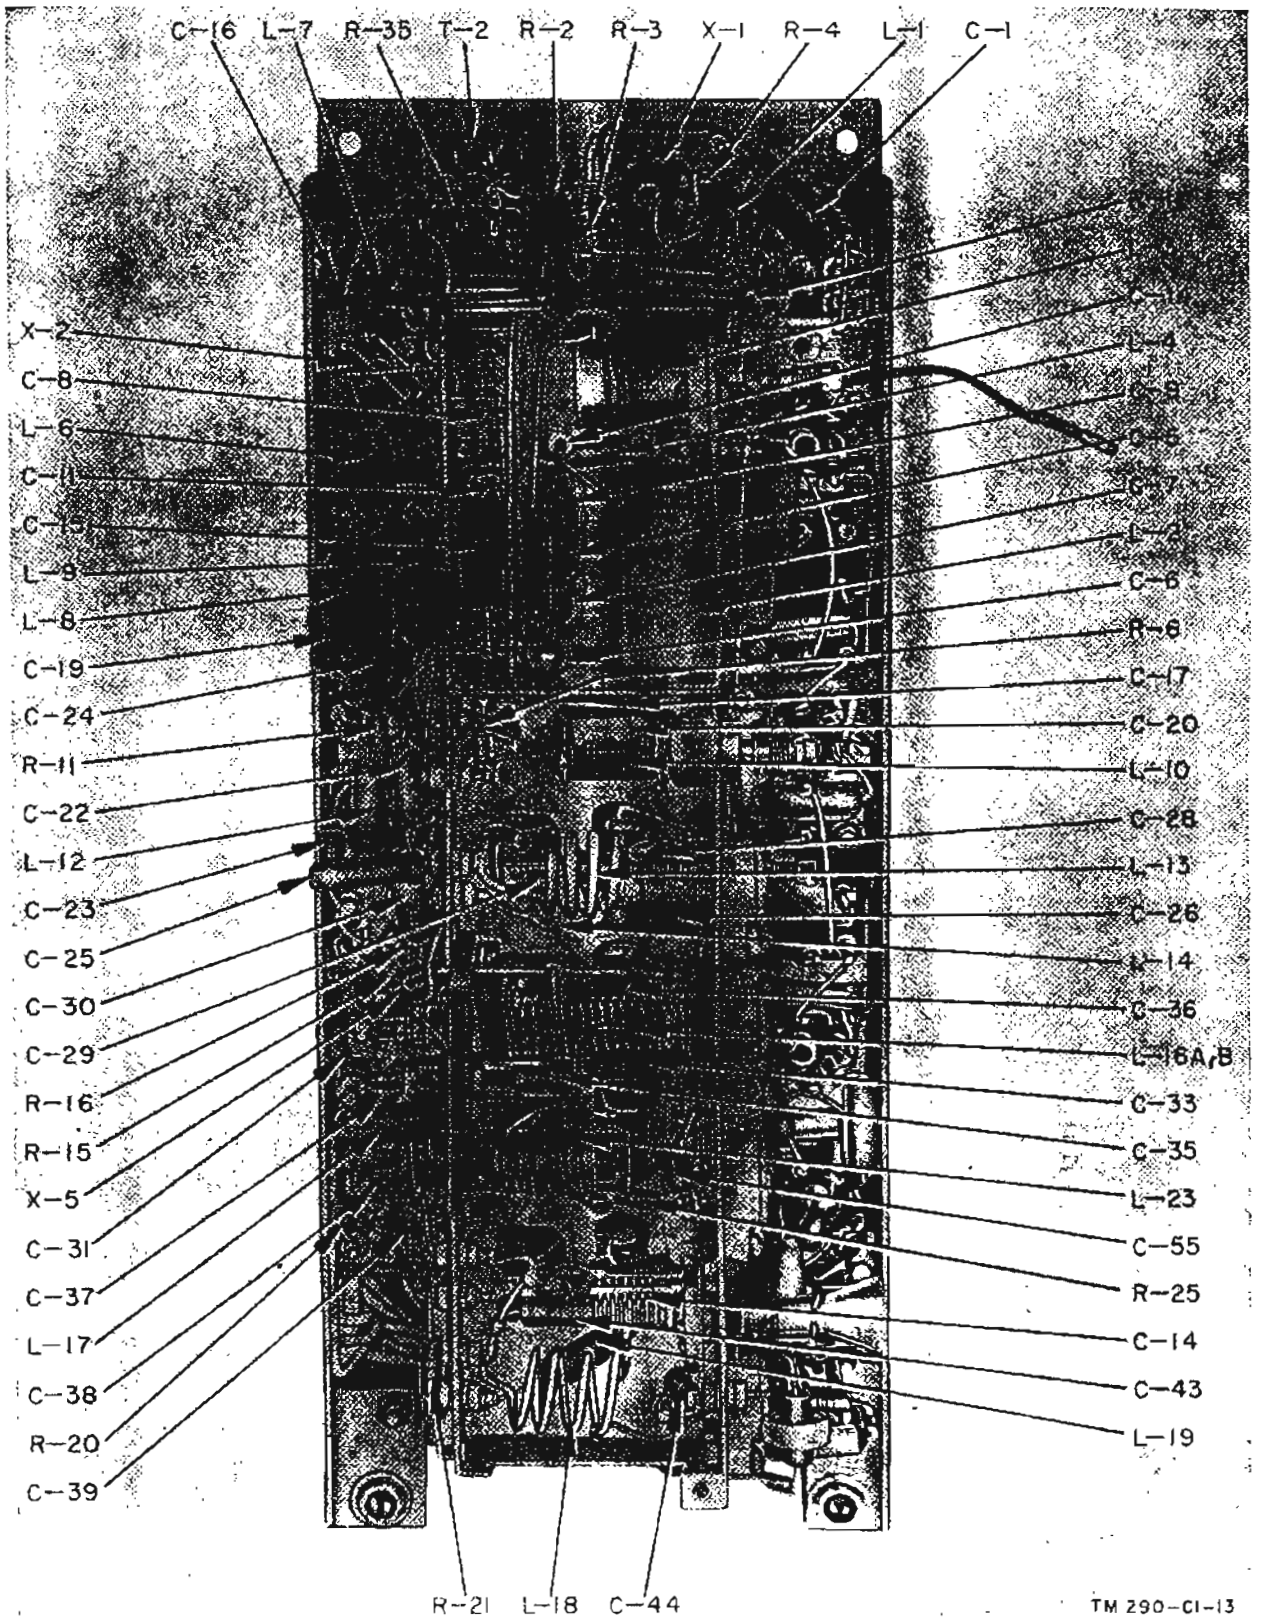
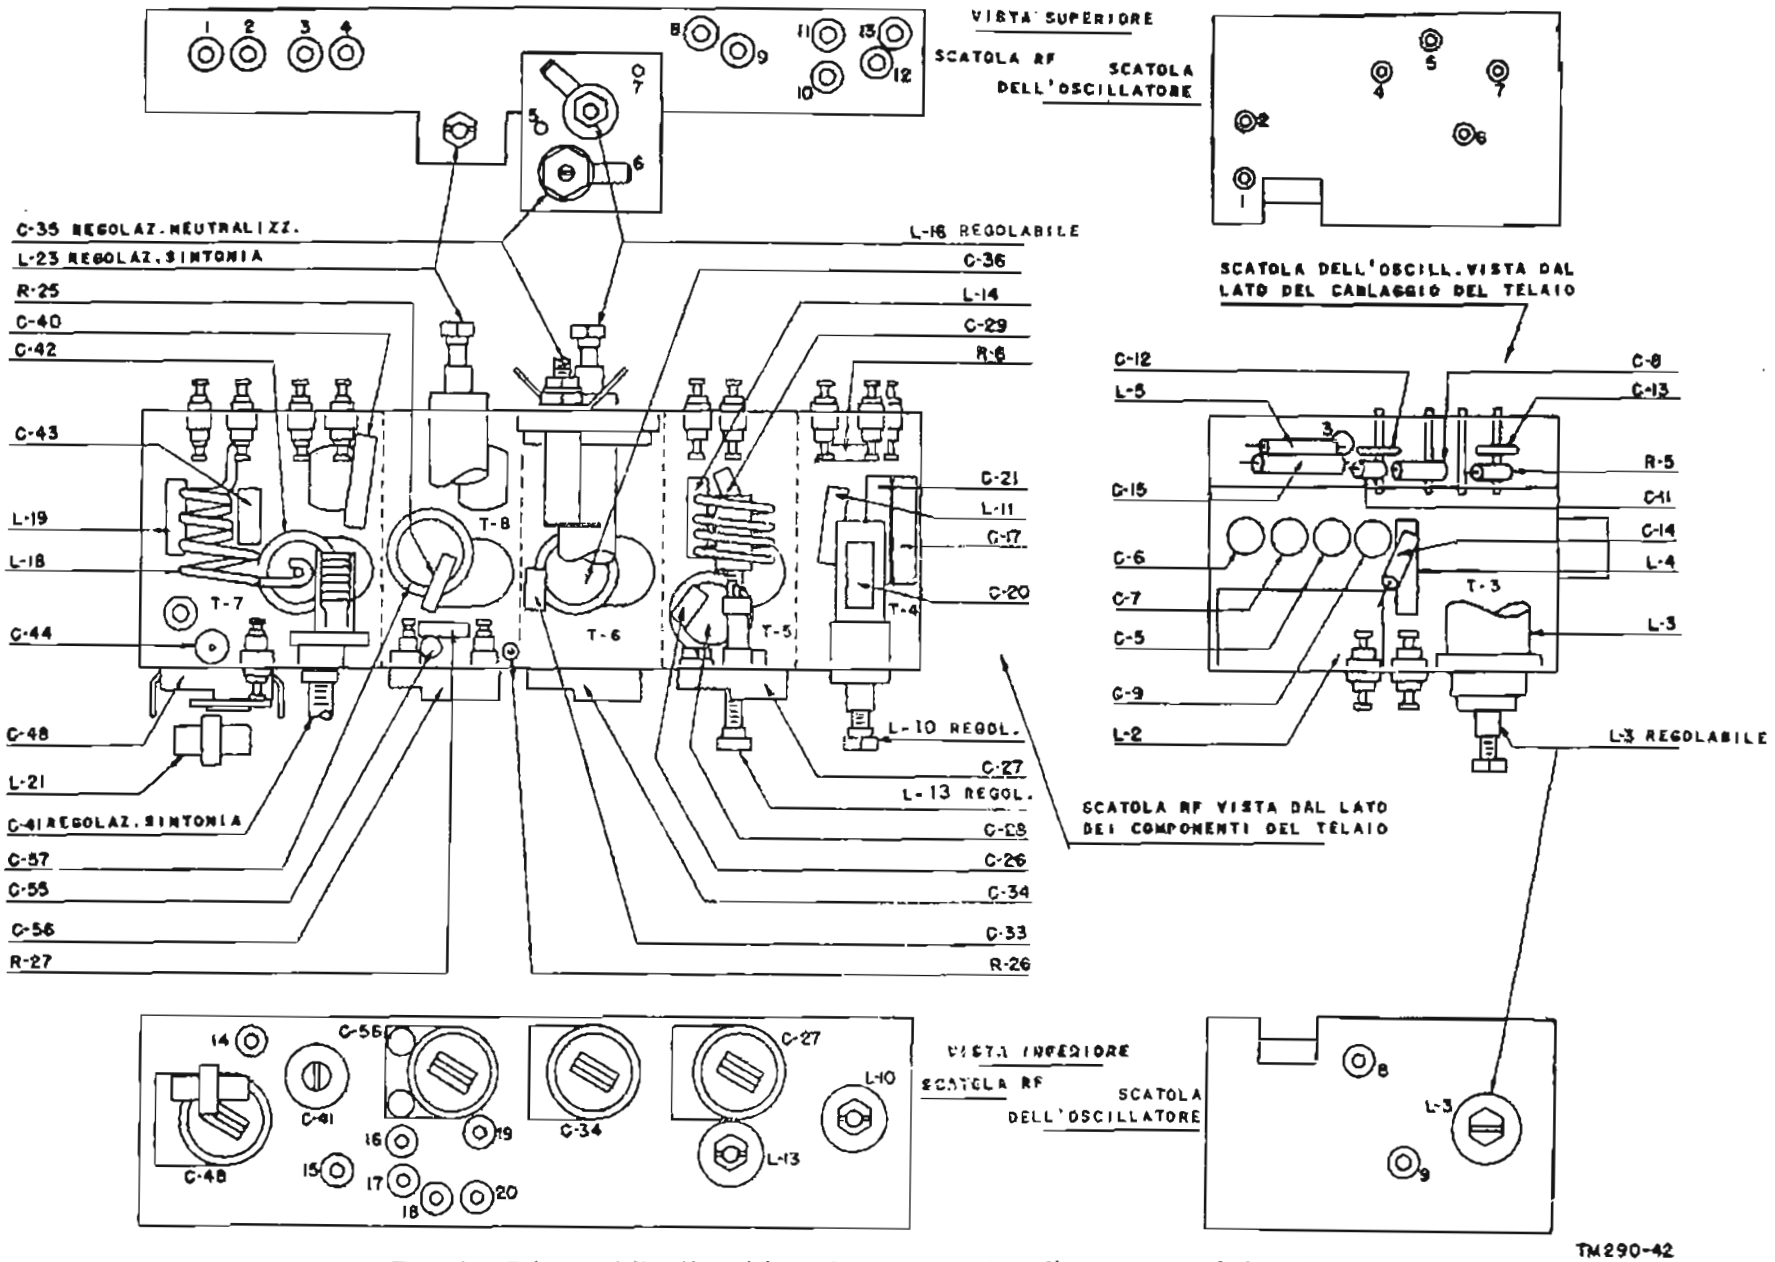

FIG. 47 - Rice-Trasmettitore RT-70(*)/GRC, fiancata del cablaggio dello chassis RF, con lo scomparto bobine scoperchiato.
FIG. 48 - Schema della disposizione dei componenti nello scomparto bobine RF.
*i*. Rimuovere i coperchi dei complessi di sintonia montati lateralmente sul telaio RF (figura 46), togliendo le viti di tenuta in alto e sul lato delle scatole. Esaminare i componenti nell'interno delle scatole, (fig. 47) assicurandosi che non siano danneggiati, che non siano interrotti o logori o allentati i fili fra i componenti ed i terminali (sulle pareti laterali del complesso). Controllare i nuclei a stantuffo (sulle pareti laterali del complesso), assicurandosi che non siano lenti o rotti e che i fermagli a molla siano a posto. Tali fermagli a molla assicurano che i nuclei rimangono fissi dopo la regolazione.
(8) Inserire il connettore nel retro del pannello.
(9) Inserire la rondella ed il dado mediante chiave.
(10) Avvitare il dado sul connettore. Controllare che sia ben fissato.
(11) Rimontare il pannello sul resto dello apparato.
*d. Sostituzione di bobine RF.* Le bobine RF sia del Trasmettitore che del Ricevitore sono situate in scomparti di un complesso montato lateralmente sul telaio RF (fig. 47). La posizione delle parti, dei terminali e dei comandi di sintonia è mostrata dettagliatamente dalla fig. 48.
(1) Disimpegnare il telaio RF dal resto del complesso pannello-telaio, mediante le operazioni descritte nel paragrafo 62. Disporre il telaio RF con il lato col cablaggio in alto.
(2) Togliere le sei viti (tre sulla sommità e tre sul lato) che fissano il coperchio dello scomparto delle bobine. La parete, che separa una dall'altra le bobine, fa parte del coperchio.